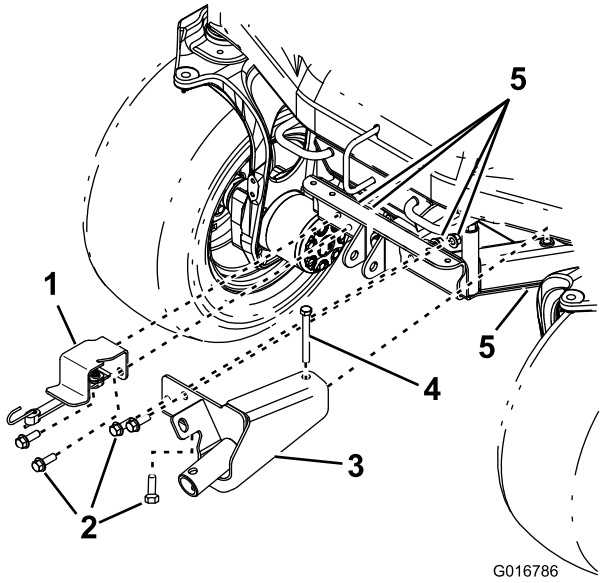

図 5
2. マシンのフレームにジャッキサポートブラケットを取り付ける；六角ヘッドフランジボルト（2本）とロックナット（2個）を使用する（図 5）。
3. ジャッキブラケットをマシンのフレームに取り付ける；六角ヘッドフランジボルト（1/2 x 1-1/2 インチ）3本、六角ヘッドボルト（1/2 x 4-1/2 インチ）1本、ロックナット（4個）を使用する（図 5）。